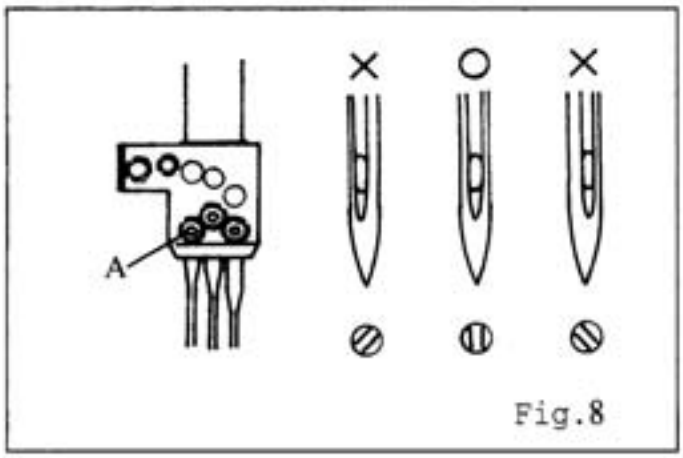

Fig.8
2. 旋开锁针螺丝（A),并取下旧针，将新针插至针座之最顶端，且使长沟面向自已。（图8）
2. Loosen screw (A), then pull out the used needles. Insert the new needles into the holder holes as far as they can go, and let the long groove of the needle face you. (Fig 8)
3. Fasten screw (A).